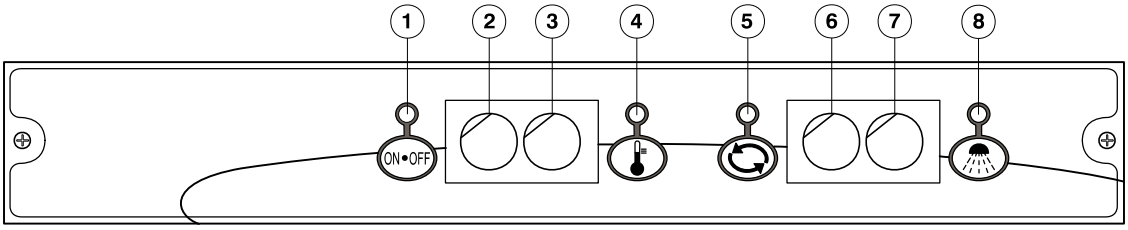
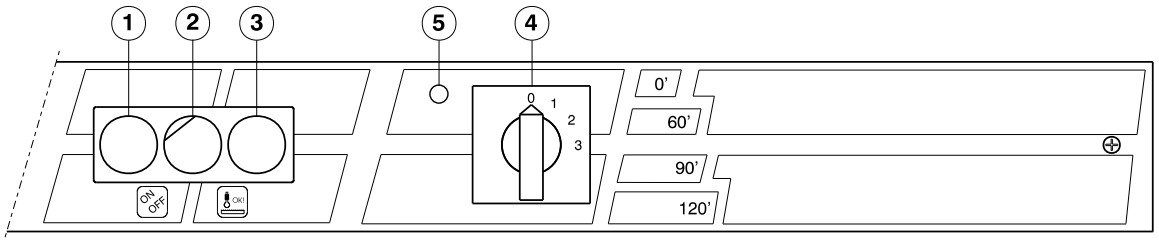

Рис. 14a
Рис. 14c
На рис. 14a, 14b, 14c и 14d показаны панели управления различных модификаций машин с откачивающим насосом и без.
<tr><td colspan="2"></td><td>Посудомоечная машина с фронтальной загрузкой (рис. 14a, 14b или 14d)</td><td>Посудомоечная машина с вертикальной загрузкой (рис. 14c)</td></tr>
1. выключите машину ГЛАВНЫМ ВЫКЛЮЧАТЕЛЕМ (2) (рис. 14a, 14b, 14c или 14d, стр. 19-20)